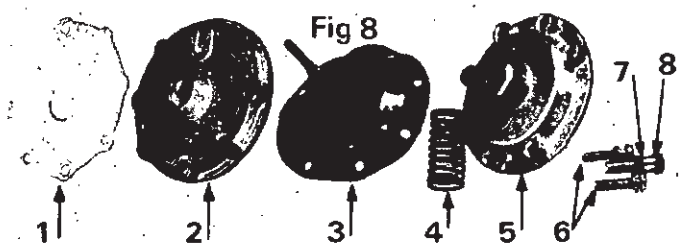

Fig 8
- Défaire la vis de réglage de membrane logée sur le couvercle de capsule et enlever son joint torique. (Fig. 8)